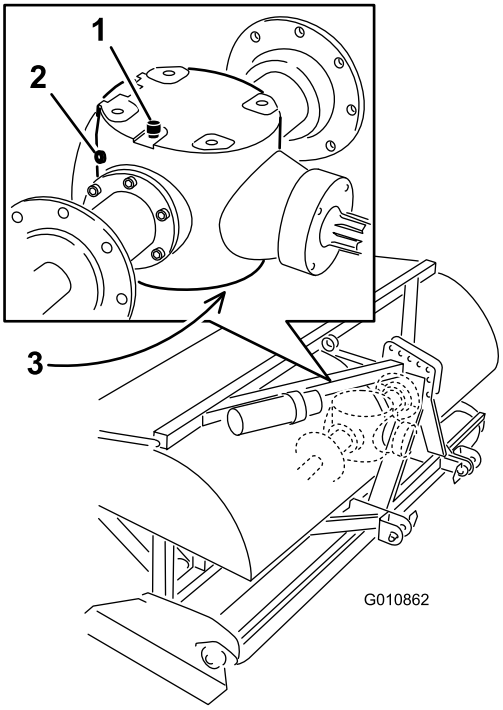

Figur 32
2. Ta bort kontrollpluggen från växellådan (Figur 32).
3. Kontrollera att oljan når upp till den nedre delen av kontrollpluggshålet i växellådan (Figur 32).
1. Ta bort skräp från luftnings-/påfyllningspluggen och tappa ur pluggen för att undvika kontamination (Figur 32).